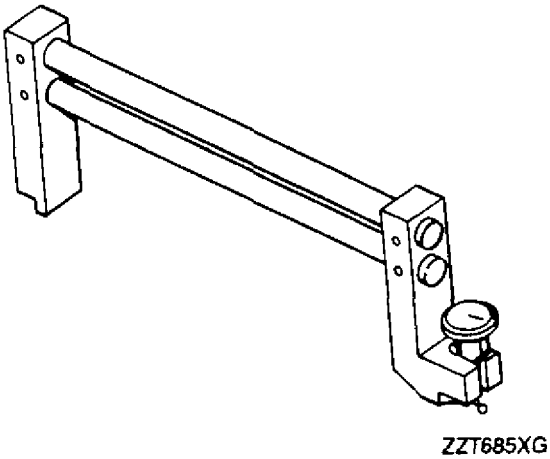
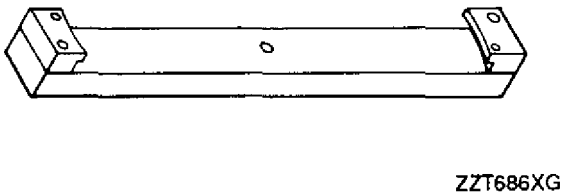
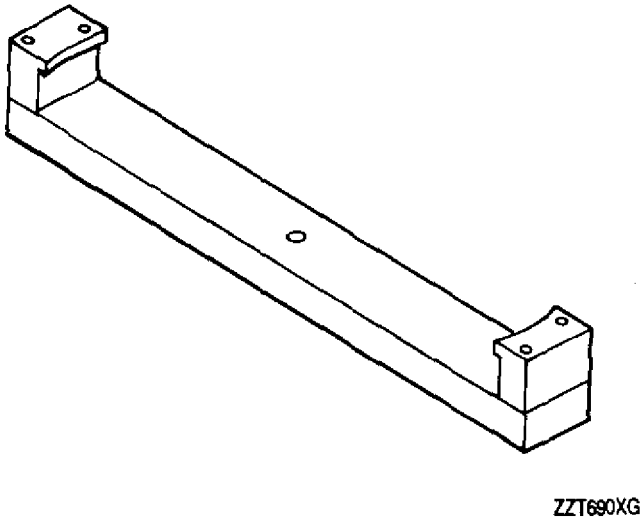
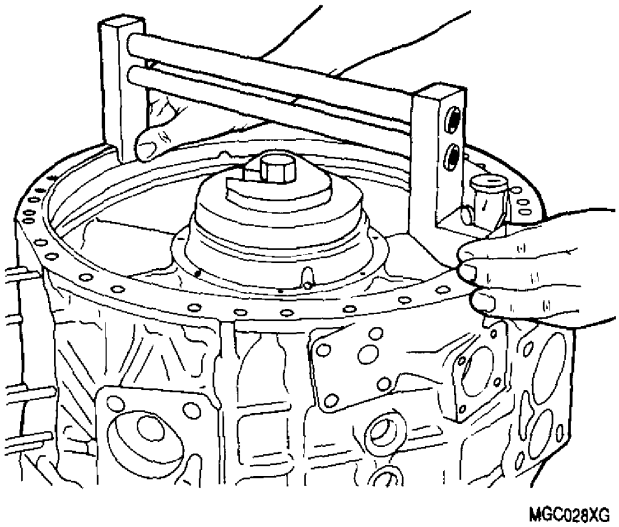

Figure 7. 23034352 Air Inlet Housing Pilot Sleeve Bore ID Checking Gage
Figure 8. 23034353 Air Inlet Housing Pilot ID Checking Gage Master
Figure 17. 23034357 Air Inlet Housing Sleeve Pilot ID Gage Master
Figure 18. Measuring ID of Air Inlet Housing Pilot Ring
d. Check machined ID with 23034357 gage master (figure 17) and 23034352 pilot sleeve bore ID checking gage (figure 7).
k. Check the pilot ring ID and OD (figure 18) with 23034352 and 23034355 checking gages (figures 7 and 4) and 23034353 and 23034354 gage masters (figures 8 and 5).